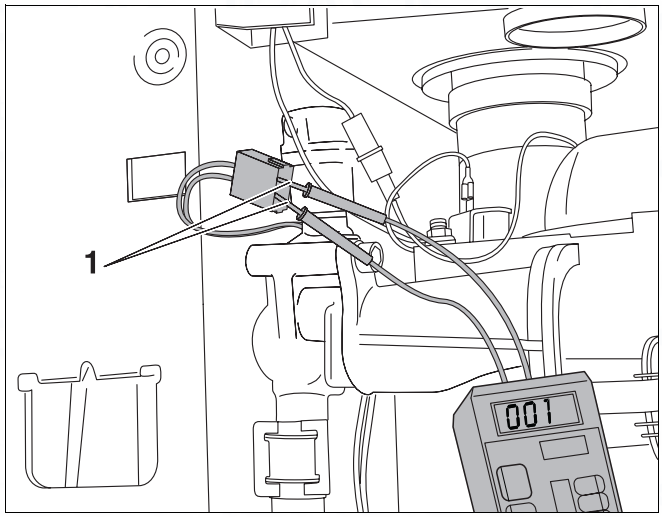

Fig. 64 600 Series 11S / 19S / 24S / 24C: Checking the safety sensor
- Measure resistance of sensor (fig. 64, item 1).